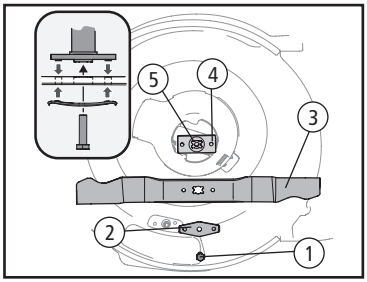

Fig. 21
Inspecione periodicamente a lâmina (3) à procura de rachaduras, especialmente se houver contato com corpos estranhos e substitua a lâmina sempre que necessário. Para realizar a manutenção da lâmina, siga os passos a seguir [Fig. 21]:
**2.** Retire o parafuso (1) e o suporte da lâmina (2) que fixa a lâmina (3) e o adaptador (4) ao virabrequim (5), [Fig. 21].
**3.** Retire a lâmina (3) e o adaptador (4) do virabrequim (5).
**5.** Lubrifique o virabrequim (5) e a superfície interna do adaptador (4) com óleo fino. Deslize o adaptador (4) sobre o virabrequim (5). Coloque a lâmina (3) de tal forma que o lado da lâmina marcado "inferior" (ou com o número da peça) esteja virado para o solo quando o cortador estiver na posição de operação. Certifique-se de que a lâmina (3) esteja alinhada e encaixada nos flanges do adaptador (4), [Fig. 21, Pág 16].
**6.** Coloque o suporte da lâmina (2) na lâmina (3). Alinhe os entalhes no suporte da lâmina (2) com os pequenos orifícios na lâmina (3), [Fig. 21, Pág 16].